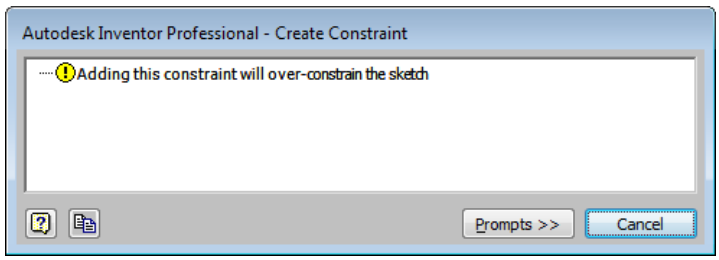

***Figure 3-5** The **Autodesk Inventor Professional - Create Constraint** message box*
*If you apply a constraint that over-constrains a sketch, the **Autodesk Inventor Professional - Create Constraint** message box will be displayed informing that adding this constraint will over-constrain the sketch, refer to Figure 3-5. A sketch is said to be over-constrained if the number of dimensions or constraints in it exceeds the number that can be applied to the sketch.*